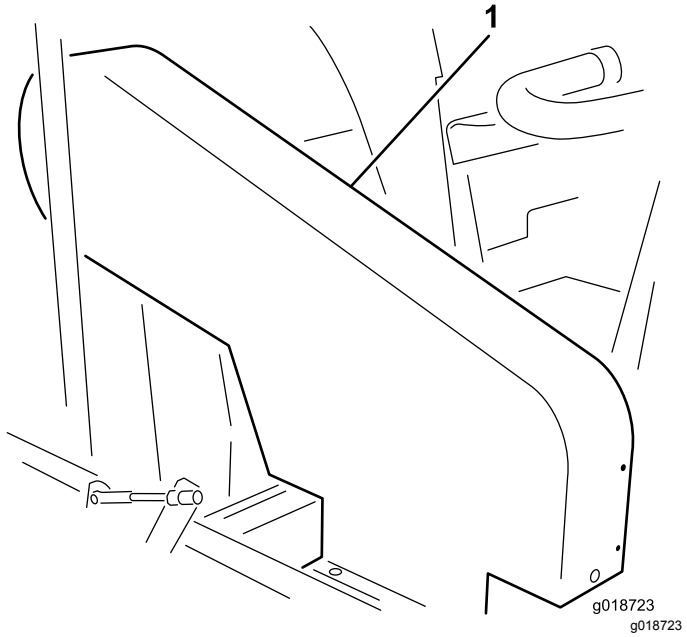

Figura 19
Nota: Non è necessario rimuovere il paracinghia superiore (Figura 19) per controllare la tensione della cinghia. Se togliete il paracinghia, togliete i 4 bulloni, le rondelle e i dadi che fissano la protezione al telaio. Non usate la macchina se le protezioni non sono montate.
Controllate la tensione premendo la cinghia al centro tra la puleggia della girante e della frizione con una forza compresa tra 18 e 22 N. La cinghia deve flettersi di 1,3 cm. Se la flessione non è corretta, fate riferimento a Regolazione della cinghia di azionamento della girante (pagina 27). Se la flessione è corretta, proseguite ad utilizzare normalmente la macchina (Figura 19).
Controllate la tensione premendo la cinghia al centro tra la puleggia dell'albero ausiliario e della frizione con una forza compresa tra 18 e 22 N. La cinghia deve flettersi di 6 mm. Se la flessione non è corretta, fate riferimento a Regolazione della cinghia dell'albero ausiliario (pagina 27). Se la flessione è corretta, proseguite ad utilizzare normalmente la macchina (Figura 19).
1. Rimuovete i 4 bulloni, le rondelle e i dadi che fissano la protezione superiore al telaio (Figura 19).